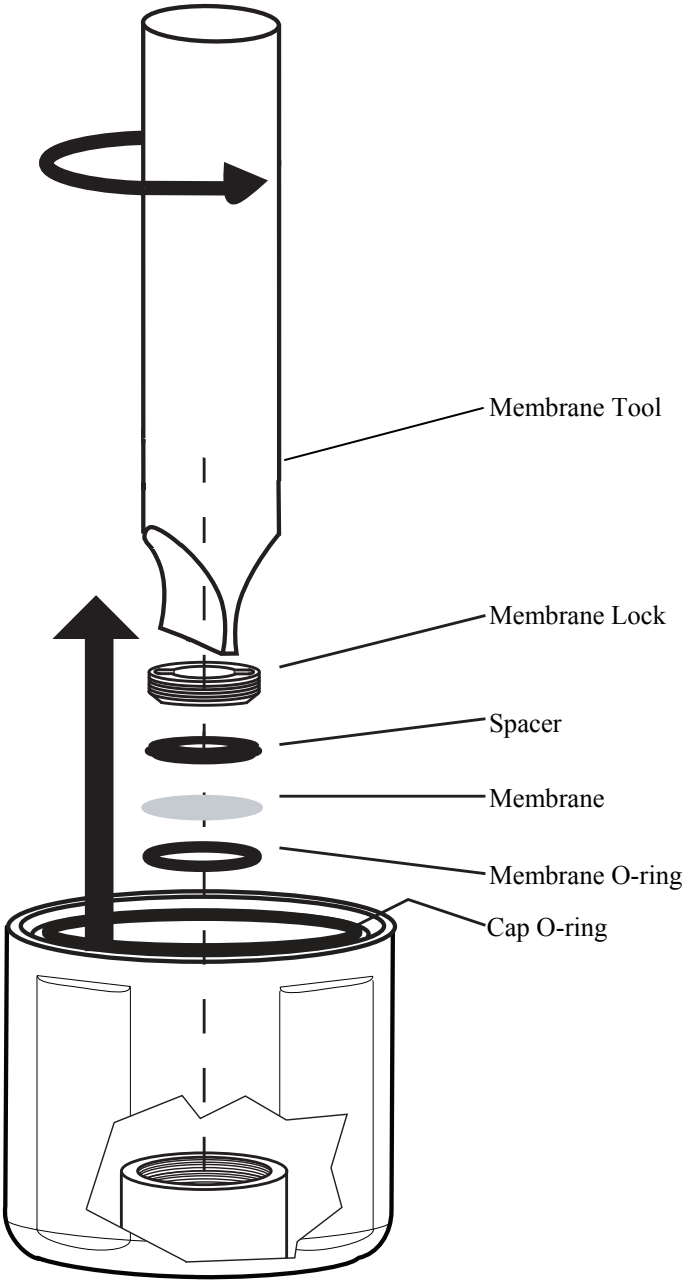

FIGURE 8-2. Remove membrane and O-ring
3. Using the membrane tool, unscrew the membrane lock that is in the lower body (see FIGURE 8-2).
4. Remove and dispose of the membrane and its O-ring as show in FIGURE 8-2.